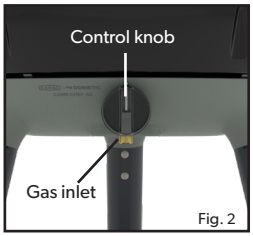

Fig. 2
- To light up the appliance using the piezo igniter, push and turn the control knob (fig.2) in an anticlockwise direction until you hear a click. If the gas does not ignite on the first spark, turn the control knob back to its "OFF" position. Try again, by pushing and turning the control knob anti-clockwise until you hear a click. If the gas has not ignited in the first two to three seconds you should close the control valve by turing the control knob back to its "OFF" position.